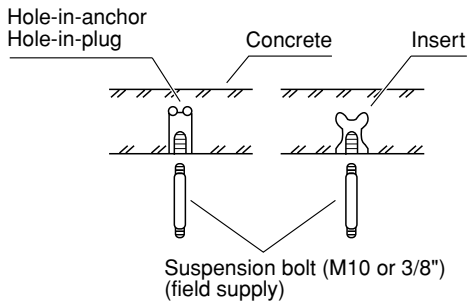

**Fig. 3-1**
(1) Fix the suspension bolts securely to the ceiling using the method shown in the diagrams (Figs. 3-1 and 3-2), by attaching them to the ceiling support structure, or by any other method that ensures that the unit will be securely and safely suspended.